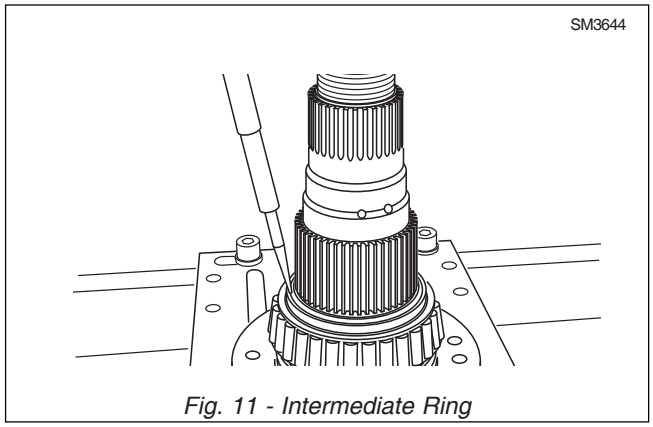

Fig. 11 - Intermediate Ring
6. Mount intermediate ring (46) onto carrier (50), using suitable tools, carefully 'punch' ring twice on opposite sides to seat it home onto the carrier. Refer to Fig. 11.